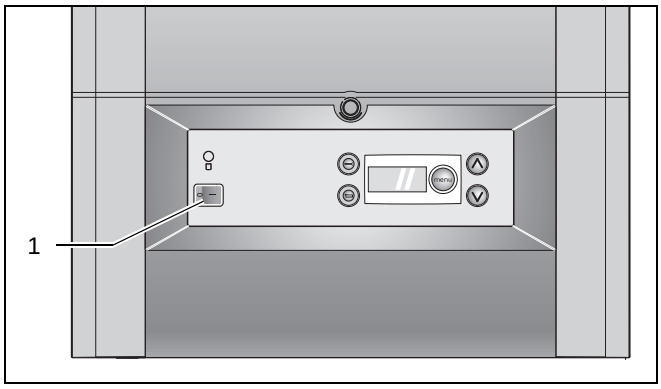

Рис. 26 Пусковой выключатель DBA
- Обесточьте систему, для чего установите пусковой выключатель в положение "**0**" (→ рис. 26, [1]).